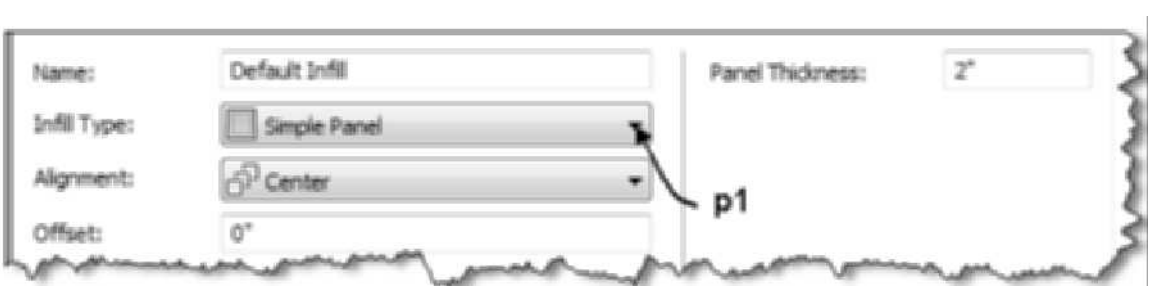

FIGURE 6.11 *Defining the simple panel infills*
10. Choose the Infills category in the left pane. The Default Infill is current. The Infill Type specified is Simple Panel as shown in Figure 6.11.